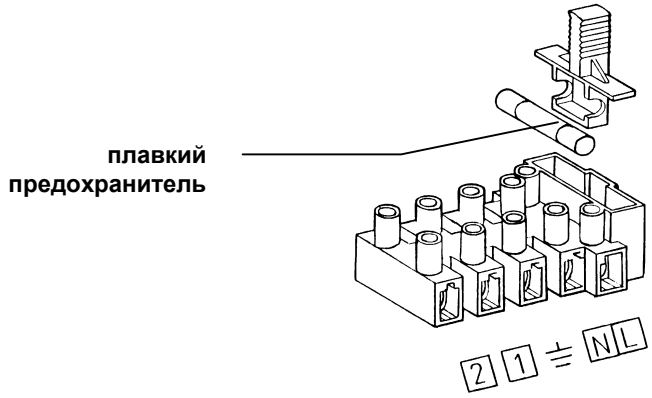

Рис. 7: Клеммная колодка электропитания
- В клеммной колодке имеется также плавкий предохранитель быстрого срабатывания на 2А (рис. 7).